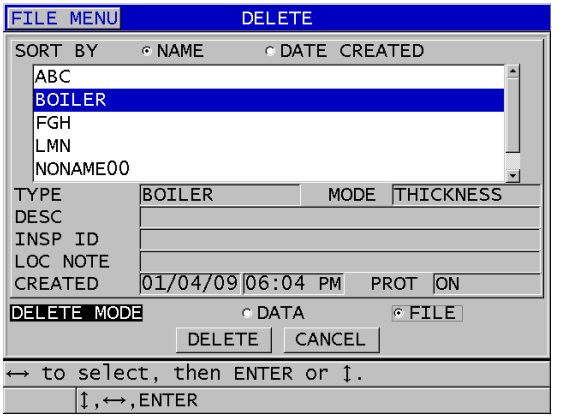

Rysunek 11-20 Usuwanie pliku
3. Na ekranie **DELETE** (Usuń) (patrz Rysunek 11-20 na stronie 224):